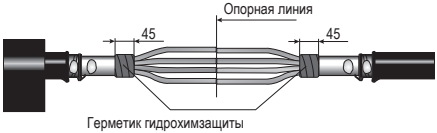

Рисунок 6
4.18 Закрыть «корешки» разделок кабелей герметиком гидрохимзащиты с одинаковым заходом на металлическую оболочку и изоляцию жил, постепенно удаляя разделительную бумагу и вытягивая герметик до половины начальной ширины (рисунок 6). Использовать короткие ленты герметика по одной на «корешок».